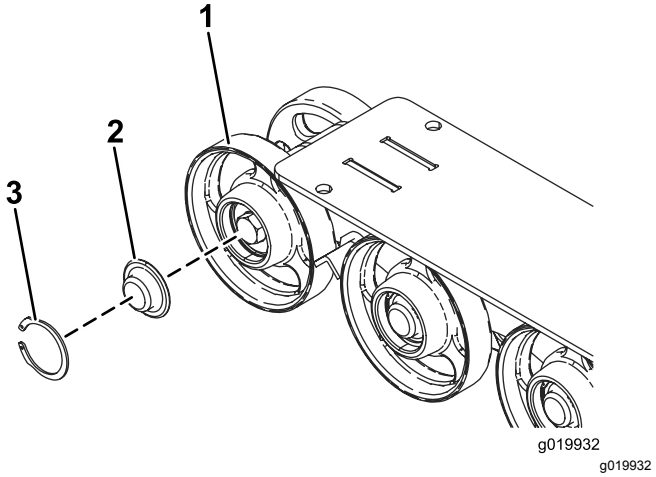

Figur 51
5. Ta bort låsringen och hatten från väghjulet (Figur 51).
6. Kontrollera smörjningen under hatten och runt packningen (Figur 51). Om fettet är smutsigt, sandigt eller förbrukat gör du rent så att allt fett försvinner, byter packningen och smörjer igen.
8. Sätt den infettade väghjulshatten över skruvhuvudet (Figur 51).
9. Fäst väghjulshatten med låsringen (Figur 51).